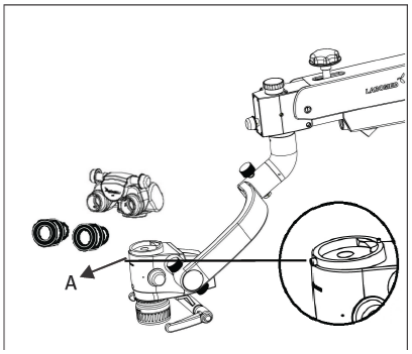

Fig. 40
- **Take out the observation head (as ordered) and eye pieces from the box Referring fig. 40, loosen the tightening screw 'A' using 2mm Allen wrench (provided) and tight the observation Head in position carefully. Insert the eye pieces in both eye tubes and set both dioptre to zero.**